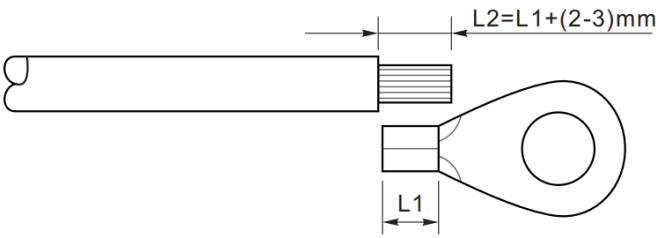

Figure 5-2 Grounding connection instruction（1）
Step 1: Remove the insulation layer with an appropriate length using a wire stripper shown as figure 5-2.